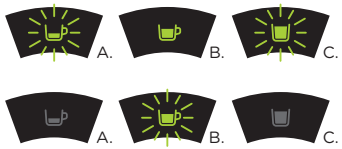

Fig. 18: Programmation du bouton d'extraction café long.
- Vous devrez ensuite appuyer sur le bouton d'extraction de café long jusqu'à ce que les voyants lumineux des boutons d'extraction de café expresso et de thé clignotent. Appuyez de nouveau sur le bouton d'extraction de café long (voir **Fig. 18**).